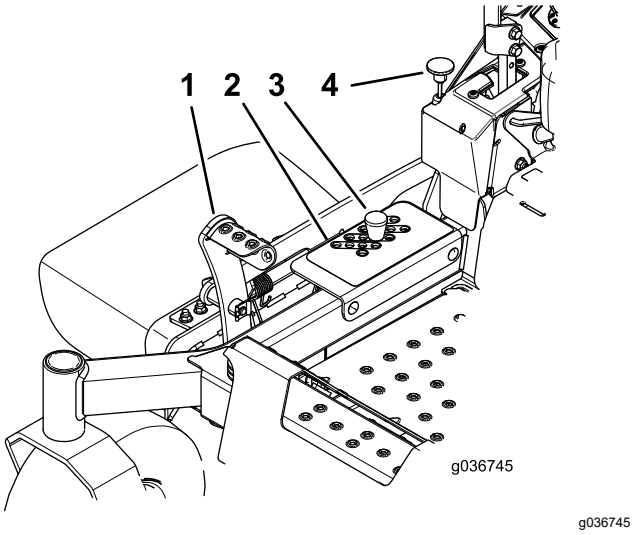

**Figur 29**
2. Tråkk på løftepedalen for klippeenheten for å heve denne til TRANSPORTSTILLINGEN (samme som klippehøydestilling 127 mm) som vist i Figur 29.
3. Fjern pinnen fra klippehøydebraketten (Figur 29).
4. Velg det hullet i klippehøydebraketten som svarer til ønsket klippehøyde, og sett inn pinnen (Figur 29).